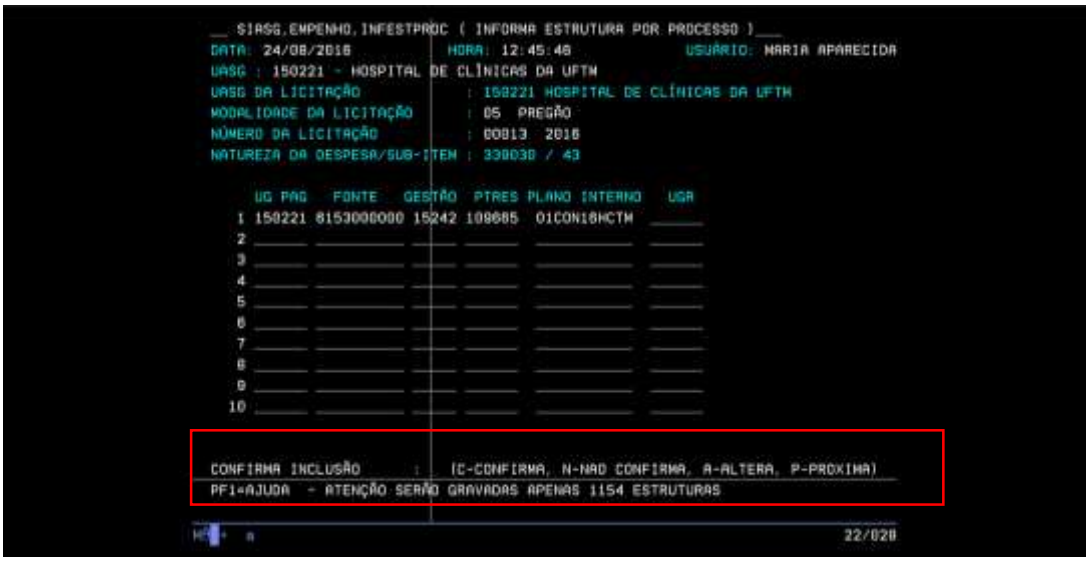

Figura 14: Confirmação da estrutura por processo
- Incluída as referidas informações deverá ser aplicado o comando pertinente a cada situação, quais sejam "P" Próxima tela; "C" Confirma; "N" Não confirma; ou "A" Altera (caso queira fazer alguma alteração) (Figura 14).